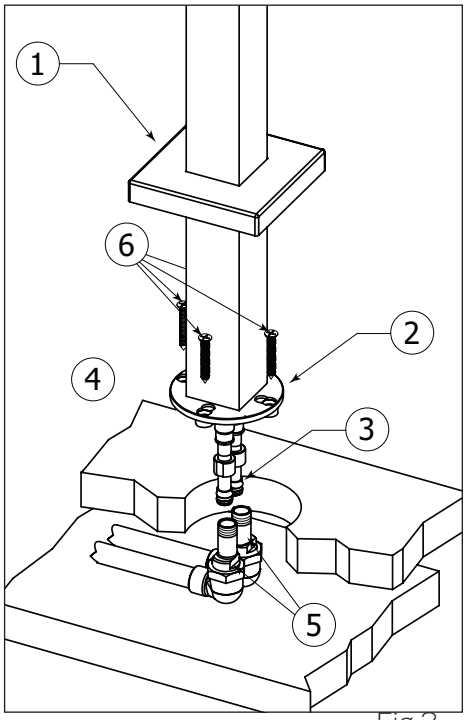

Fig.3
Completely insert the hot and cold hose-ends (3) into the appropriate adaptors (5) and lock in place using the nut with "endless" thread (4)... turn until it becomes loose (fig.3).
Enfoncer complètement les embouts des alimentations flexibles (3) dans les adaptateurs appropriés (5) et les sécuriser en place à l'aide des écrous filetés «sans fin» (4)... Visser jusqu'à ce que le mouvement soit libre (fig.3).